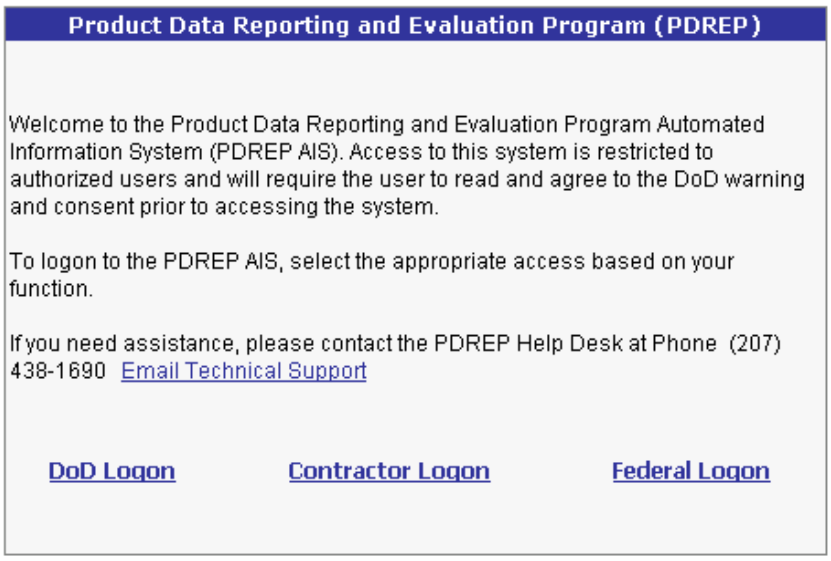

Figure 1.2
c. The Log-on screen (Figure 1.2) displays.